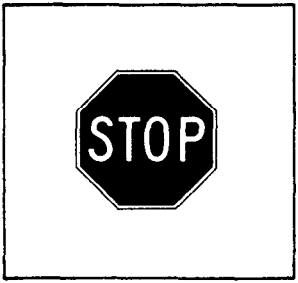

FIGURE 6
a. Stop Signs. Stops signs are red octagonal signs (Figure 6); a complete stop must be made at such signs.